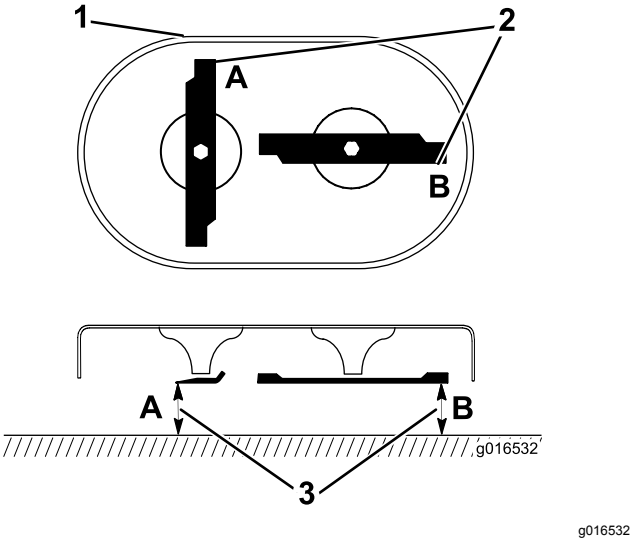

Figur 43
1. Drej skæreknivene til positionen vist i Figur 43.
2. Mål fra en plan overflade til skærene ved punkt **A** og **B** (Figur 43), og skriv begge målene ned.
3. Drej skæreknivene, således at deres modsatte ender er ved punkt **A** og **B** (Figur 43).